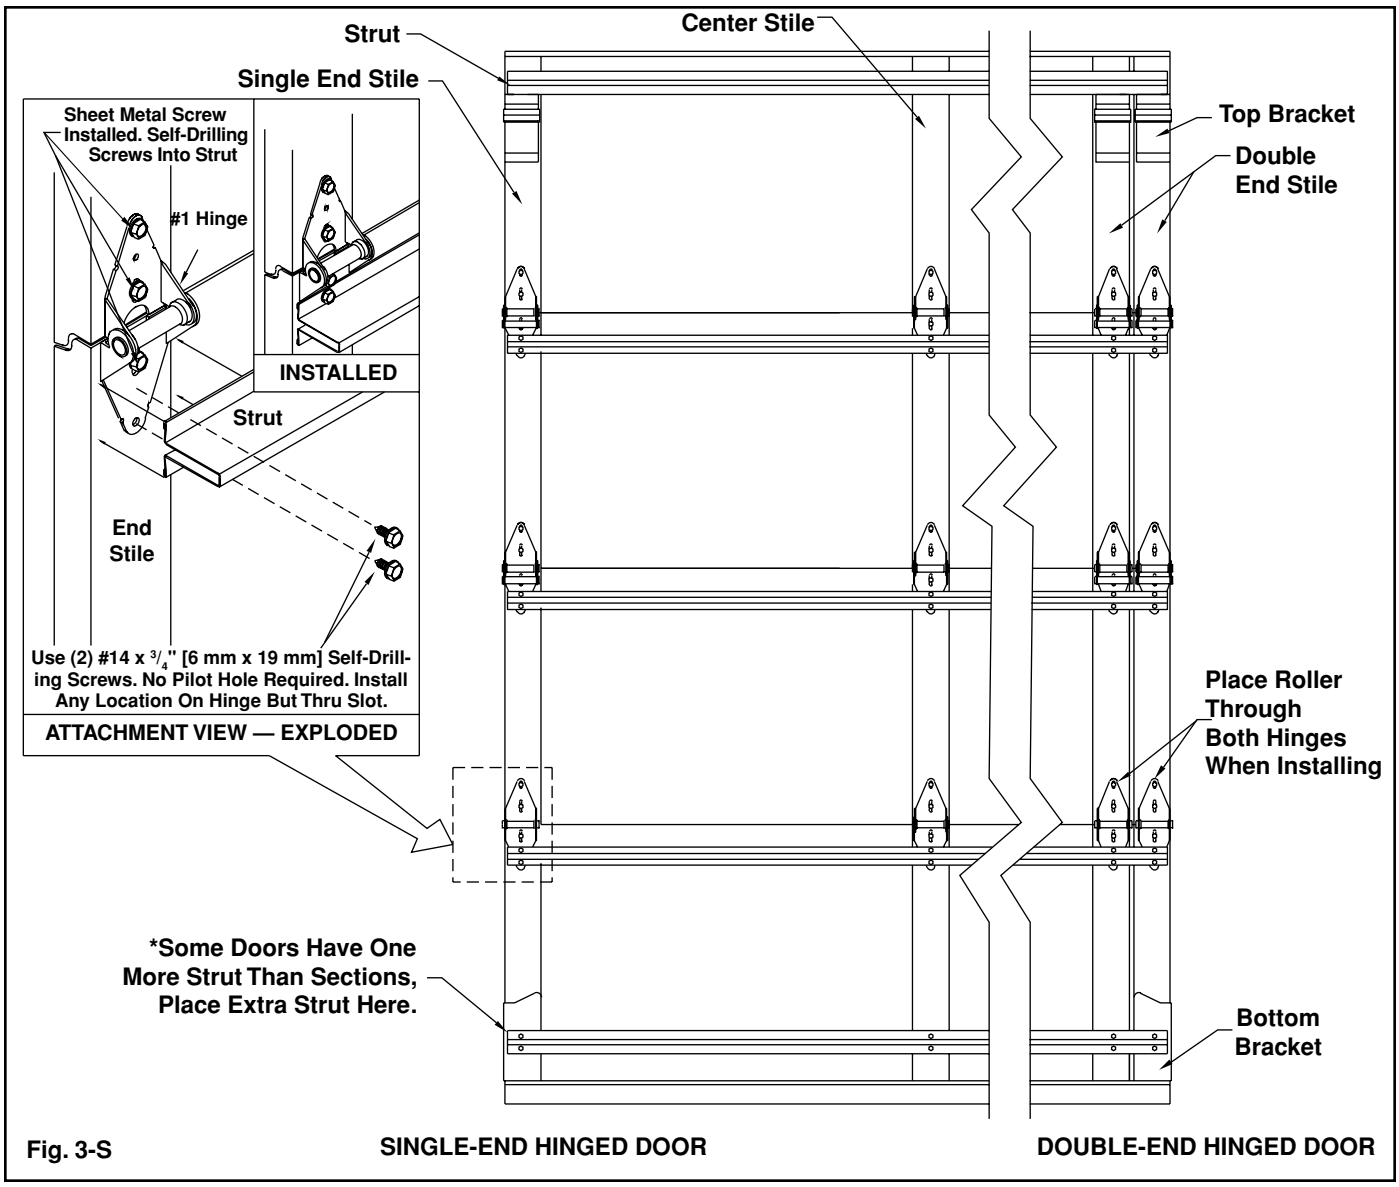
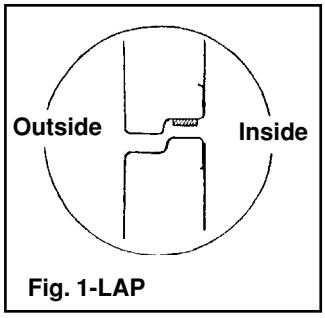
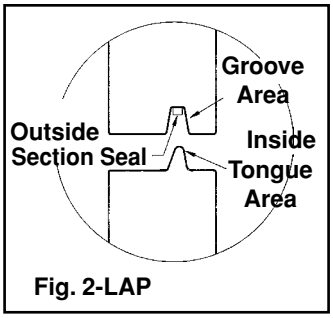

Fig. 3-S
Fig. 1-LAP
Fig. 2-LAP
- When only one strut is supplied it is to be mounted on the top section. (FIG. 3-S)
- When an equal number of struts and sections are supplied, install one on each section as illustrated, omitting strut with asterisk. (FIG. 3-S)
- **When there is one more strut provided than the number of sections this strut is to be mounted on the bottom section over the bottom bracket as shown in illustration. (FIG. 3-S)**
- Top strut is to be mounted with top edge of strut $^1/_4$" [6 mm] down from top of door and above top bracket as illustrated—except on low headroom installations, see page 23. (FIG. 3-S)
Section Seal. If section seal is provided or bought as an option, it should be installed over the inside ship lap or inside the groove as indicated in Figure 1-LAP and Figure 2-LAP.
#2 Section. Attach bottom half of center hinges to top of section using #14 x $^{5}/_{8}$" [6 mm x 16 mm] hex head sheet metal screws. Attach end hinges. (FIG. 2-S) If section has lock see Step 4 for sequence. Stack section. After section is stacked, rollers in the track will hold section in place. (If struts are supplied see Figure 3-S for placement.)
Step 5: #3 Section (and up to, but not including, top section). Attach bottom half of center hinges to top of section using #14 x $^5/_8$" [6 mm x 16 mm] hex head sheet metal screw. Attach end hinges. (See Figure 2-S, page 8, for sequence.) After section is stacked, rollers in the track will hold section in place. (If struts are supplied see Figure 3-S, page 9, for placement.)